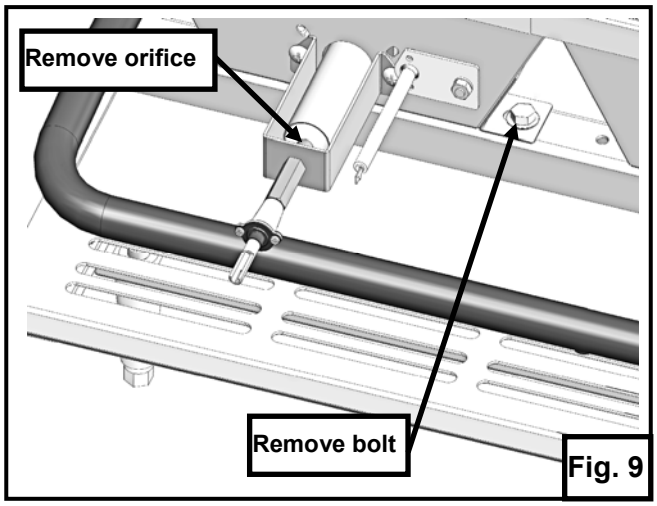

Fig. 9
3. Remove burner orifice and bolt securing the front burner bracket. Fig. 9.